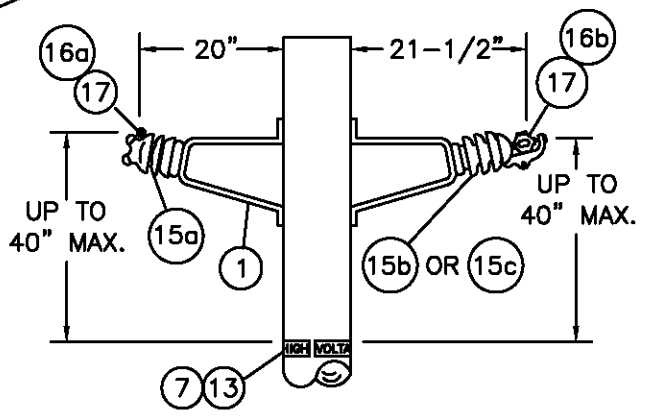

FIGURE 4
N. AN INSULATOR MOUNTED DIRECTLY ON THE SIDE OF A POLE SHALL BE CONSIDERED AS IN A HORIZONTAL POSITION (SEE FIG. 4). AN INSULATOR MOUNTED DIRECTLY AT THE TOP OF THE POLE IN A VERTICAL POSITION SHALL BE CONSIDERED AS IN A VERTICAL POSITION (SEE G.O. 95 RULE 54.11 A).